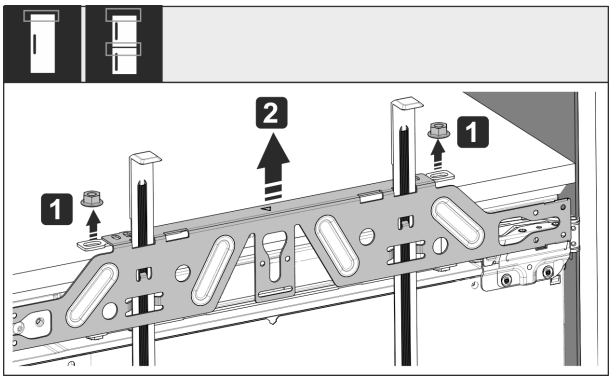

*Fig. 52*
▶ Desfaceți contrapiulițele *Fig. 52 (1)*.
▶ Detașați traversa de fixare *Fig. 52 (2)*.